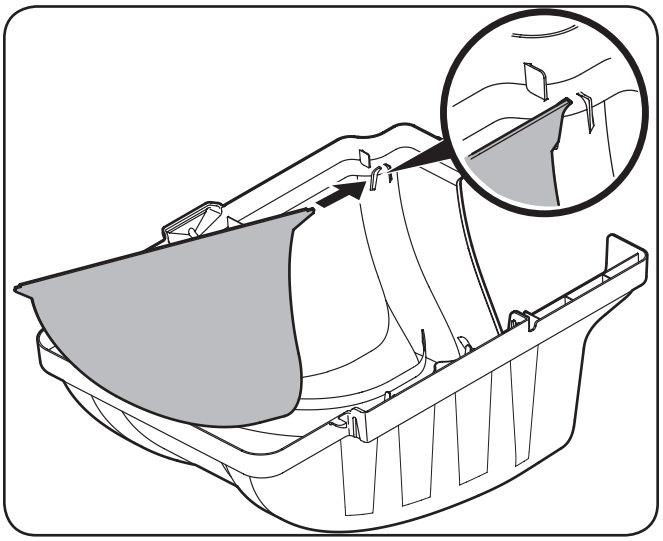
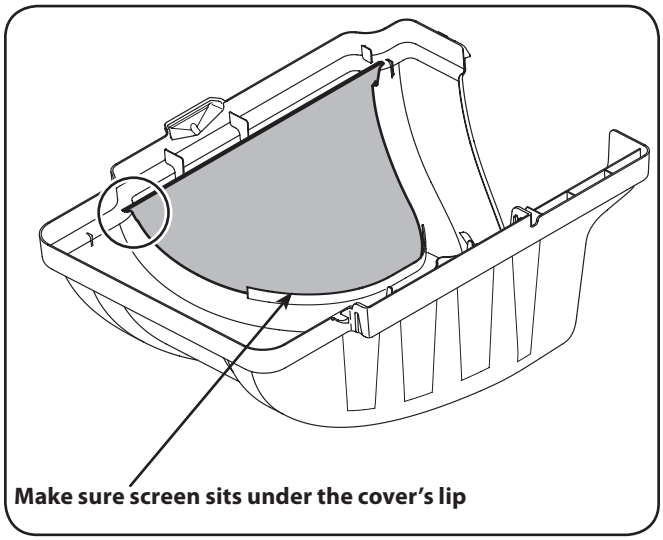

Figure 4-7
Figure 4-8
3. ***If not already installed by the factory,*** install the bagger screen into the bagger cover by first inserting one end into the corresponding cutout mounting hole, as in Figure 4-7. Make sure to feed the screen under the lip, as in Figure 4-8.
4. Clip in the other side of the screen by flexing the screen and pushing it down into the other corresponding cutout hole. See Figure 4-8.